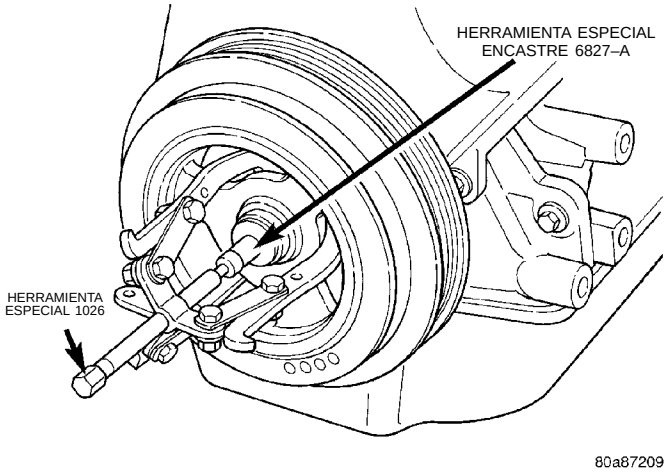

Fig. 56 Amortiguador del cigüeñal—Desmontaje
(1) Con la Herramienta especial 1026 y el encastre 6827–A, retire el amortiguador del cigüeñal (Fig. 56).